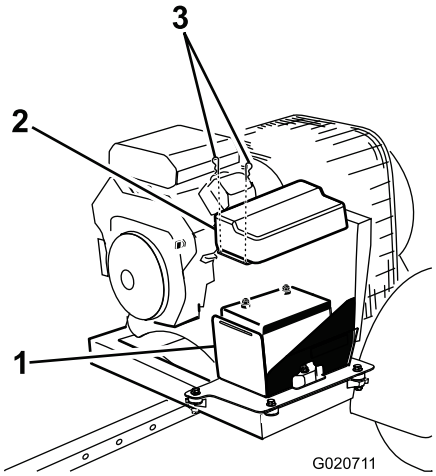

**Figur 32**
1. Fjern clipsen, der fastgør batteridækslet til batterikassen, og fjern dækslet fra kassen (Figur 32).